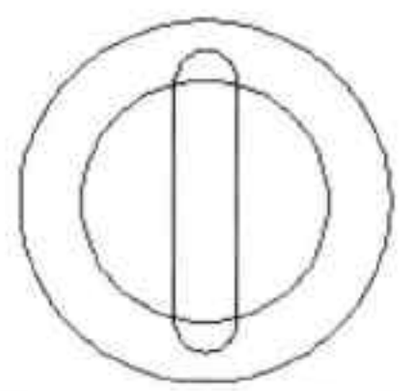

图6-95 绘制小圆角矩形
Step22 执行“矩形”命令，绘制长为 50mm、宽为 10mm，半径为 5mm 的圆角矩形，如图 6-95 所示。